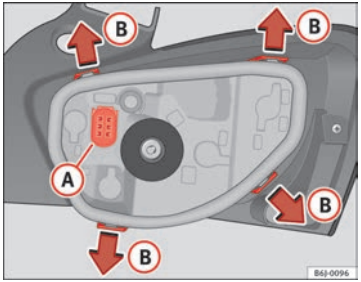

Fig. 166 Changing bulbs on tail lights
– Remove the bulb holder, separating it from the casing. To do this, press tabs (B) in the direction of the arrows ⇒ Fig. 166.